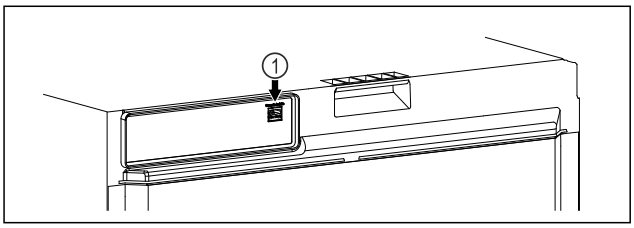

Fig. 99
- ❑ SmartModule *Fig. 99 (1)* ist eingesetzt.